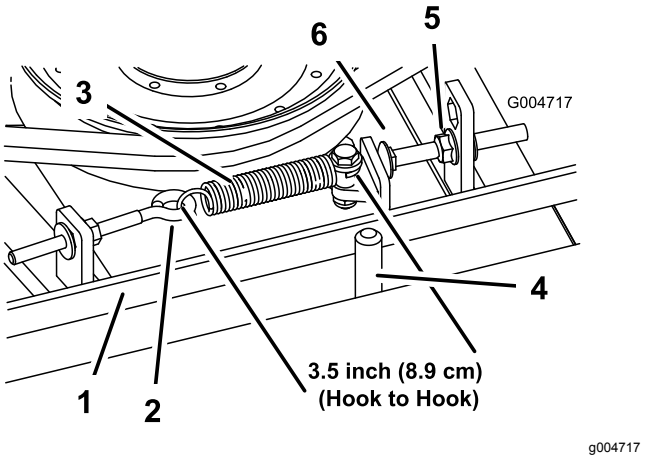

**Figuur 96**
Als de drijfriem de juiste spanning heeft, moet de binnenmeting van de trekveer (haak tot haak) ongeveer 8,9 cm ± 0,63 cm bedragen. Als de veer de juiste spanning heeft, moet u de aanslagbout (slotbout) aandraaien totdat de afstand tussen de kop van de bout en de arm van de spanpoelie ongeveer 0,32 cm +0,152/-0,000 cm is (Figuur 96).
**Opmerking:** Plaats de riem aan kant van de riemgeleider die naar de veer is gekeerd (Figuur 96).
2. Draai de oogbout los om de trekveer te kunnen verwijderen (Figuur 96).
3. Draai de flensmoer los waarmee de aanslagbout is bevestigd aan het bevestigingslipje. Draai de moer zo ver los dat de arm van de spanpoelie langs de aanslagbout kan (Figuur 96). Beweeg de spanpoelie van de riem af om de riemspanning te verminderen.
8. Bevestig de trekveer (Figuur 96) weer aan de oogbout en span de riem als volgt: